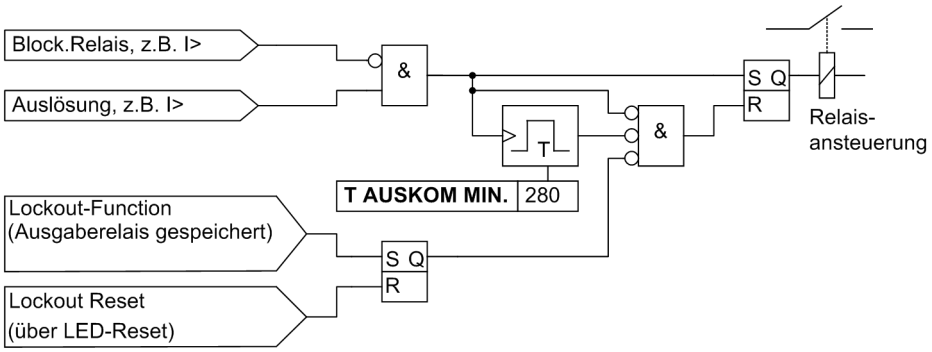

Bild 2-49 Absteuerung des Auslösekommandos, beispielhaft für eine Schutzfunktion
- Ein einmal erteiltes Auslösekommando wird gespeichert (siehe Bild 2-49). Gleichzeitig wird eine Mindest-Auslösekommandodauer **T AUSKOM MIN.** gestartet. Diese soll gewährleisten, dass das Kommando auch dann für eine ausreichend lange Zeit an den Leistungsschalter gesendet wird, wenn die auslösende Schutzfunktion sehr schnell zurückfällt. Erst wenn die letzte Schutzfunktion zurückgefallen ist (keine Funktion mehr angeregt) UND die Mindest-Auslösekommandodauer abgelaufen ist, können die Auslösekommandos abgesteuert werden.